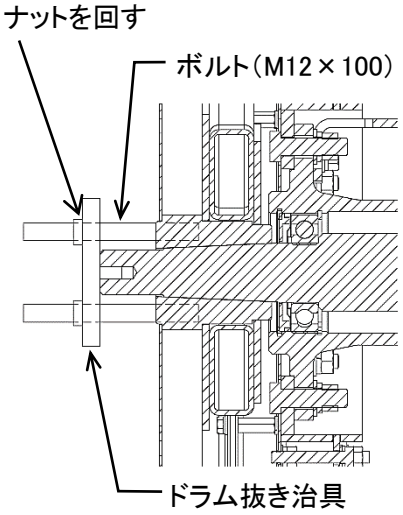
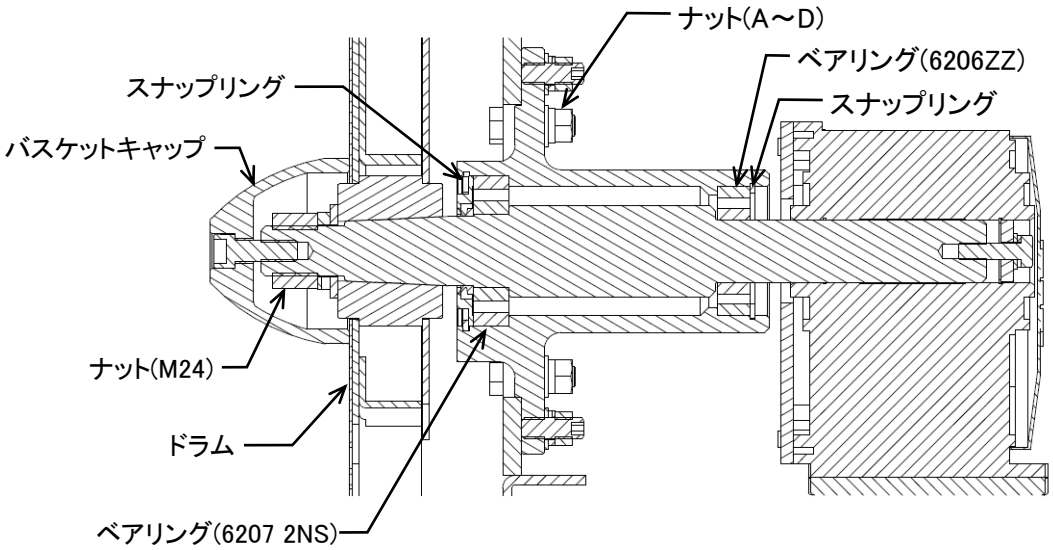

図 9-7
図 9-8
9.3.6 ベアリングケース（図 9-7,図 9-8）
- 右図を参考にドラム抜き治具を取り付けた後にナットを締め込んでドラムを主軸から外してください。（図 9-7）
- ベアリングケースをナット A～D の 4 箇所を取り外し、後方へ抜いてください。（図 9-8）